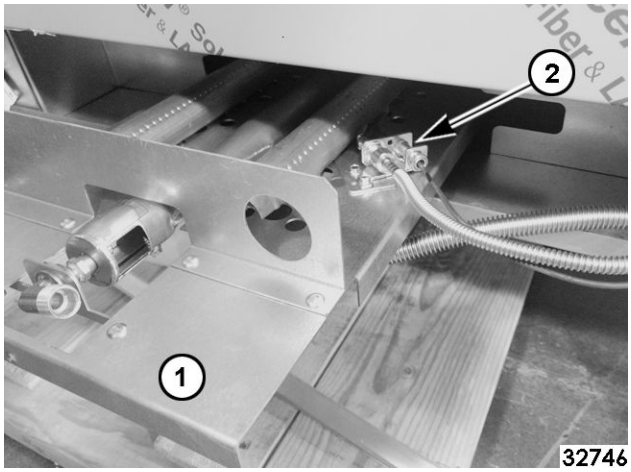

**Fig. 54**
6. Lift and pull burner drawer box (1, Fig. 54) out from oven until pilot burner is accessible.
8. Pull burner out and disconnect pilot gas tubing and thermocouple (2, Fig. 54).